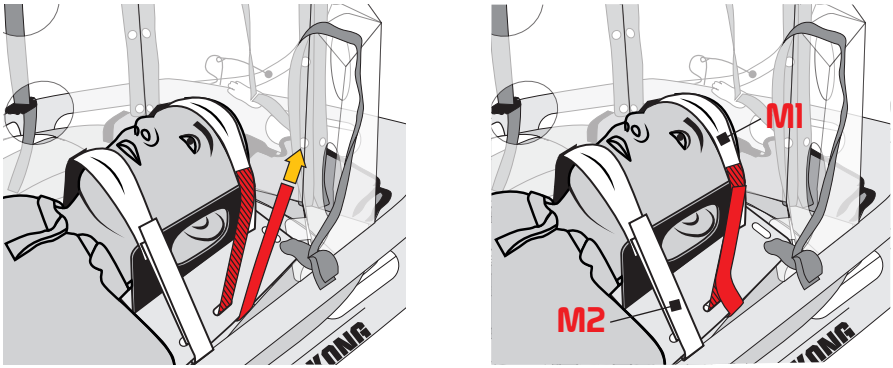

Рис. 23
g) поместите голову пациента в головной иммобилайзер HRP и зафиксируйте ее с помощью мягких ремней (рис. 23).,